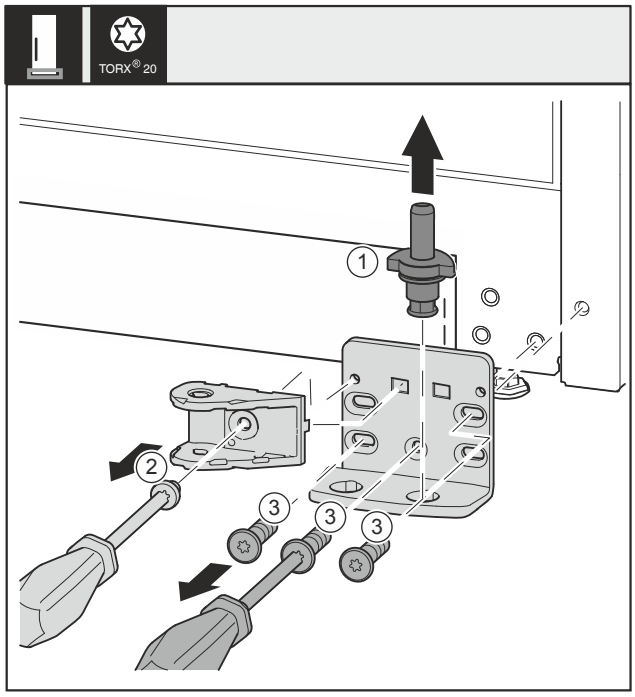

Fig. 33 *
▶ 将轴承螺栓 *Fig. 33 (1)*完全向上拉出。*
▶ 将螺钉 *Fig. 33 (2)*用螺丝刀旋开并取下关门阻尼器连接装置。*
▶ 将螺钉 *Fig. 33 (3)*用螺丝刀旋开并取下托架。*